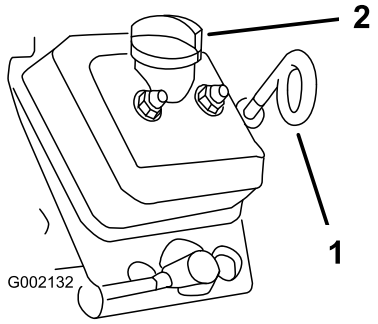

**Figure 20**
2. Clean around the oil dipstick (Figure 20) so dirt cannot fall into the hole and damage the engine.